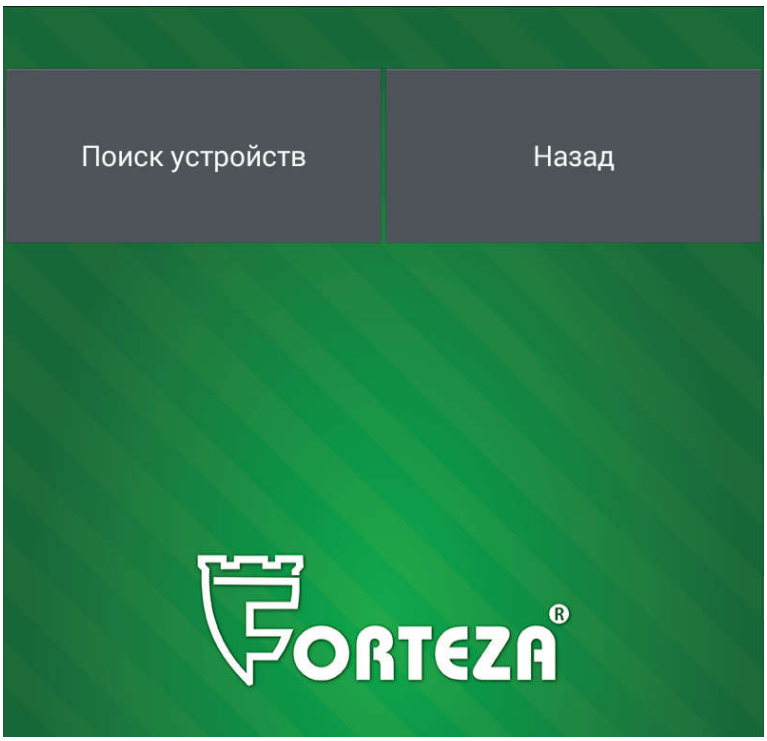

Рисунок 2.15
2.3.7.3.2 Выбрать тип подключения «Bluetooth». Bluetooth на Android устройстве автоматически включится и откроется окно поиска устройств (рисунок 2.15).